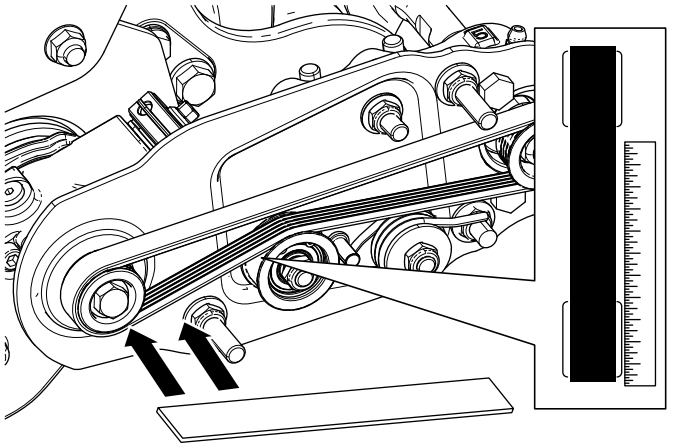

Figuur 18
- Leg een richtliniaal langs het buitenvlak van de **aandrijfpoelie** (Figuur 18). Leg de richtliniaal **niet** over beide poelies.